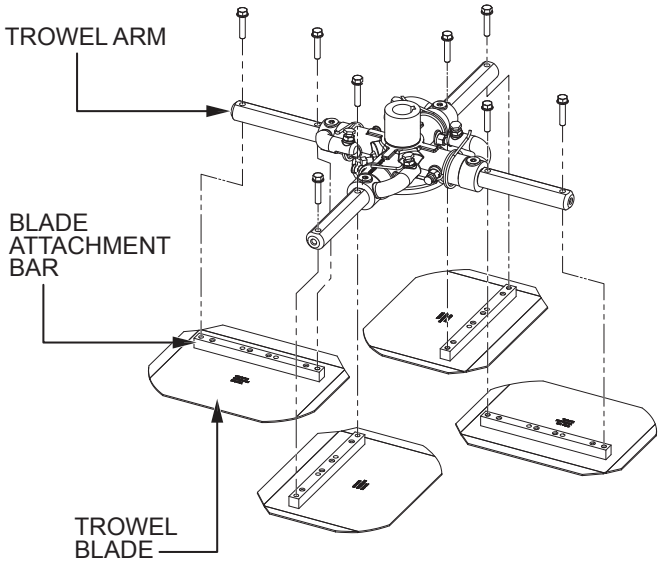

Figure 73. Blade Removal
2. Remove the bolts and lock washers from each of the trowel arms, then remove the blades as shown in Figure 73.